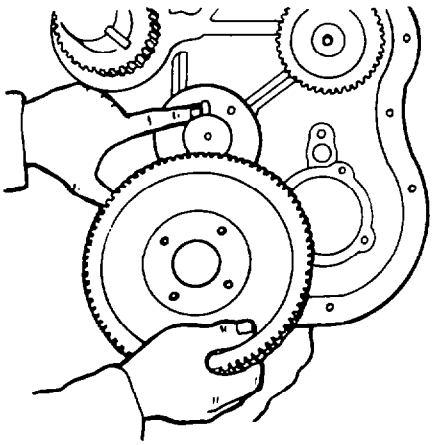

Fig. 52 — Auxiliary Shaft Key Location
k. Bend the lock-tab away then remove the nut securing the air compressor drive coupling to the auxilliary drive shaft; remove the coupling and the oil pump drive gear from the shaft; remove the coupling key from the shaft (see fig. 52).